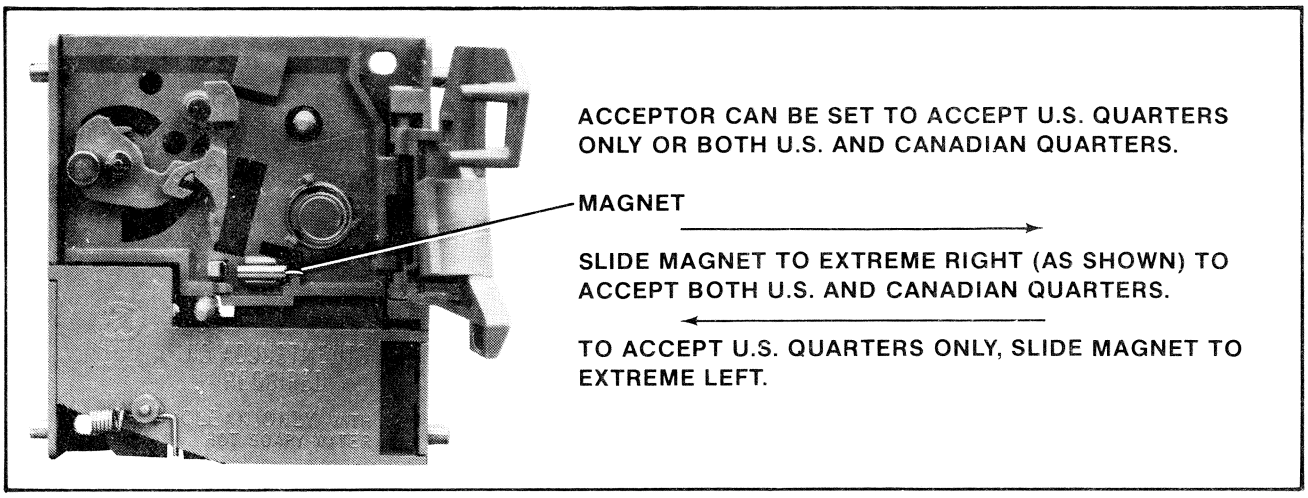

**Figure 29 Changing the plastic coin acceptor to accept American or Canadian quarters**
**NOTE:** See Figure 29 for instructions on how to set the plastic coin acceptor mechanisms to either accept or reject Canadian quarters.